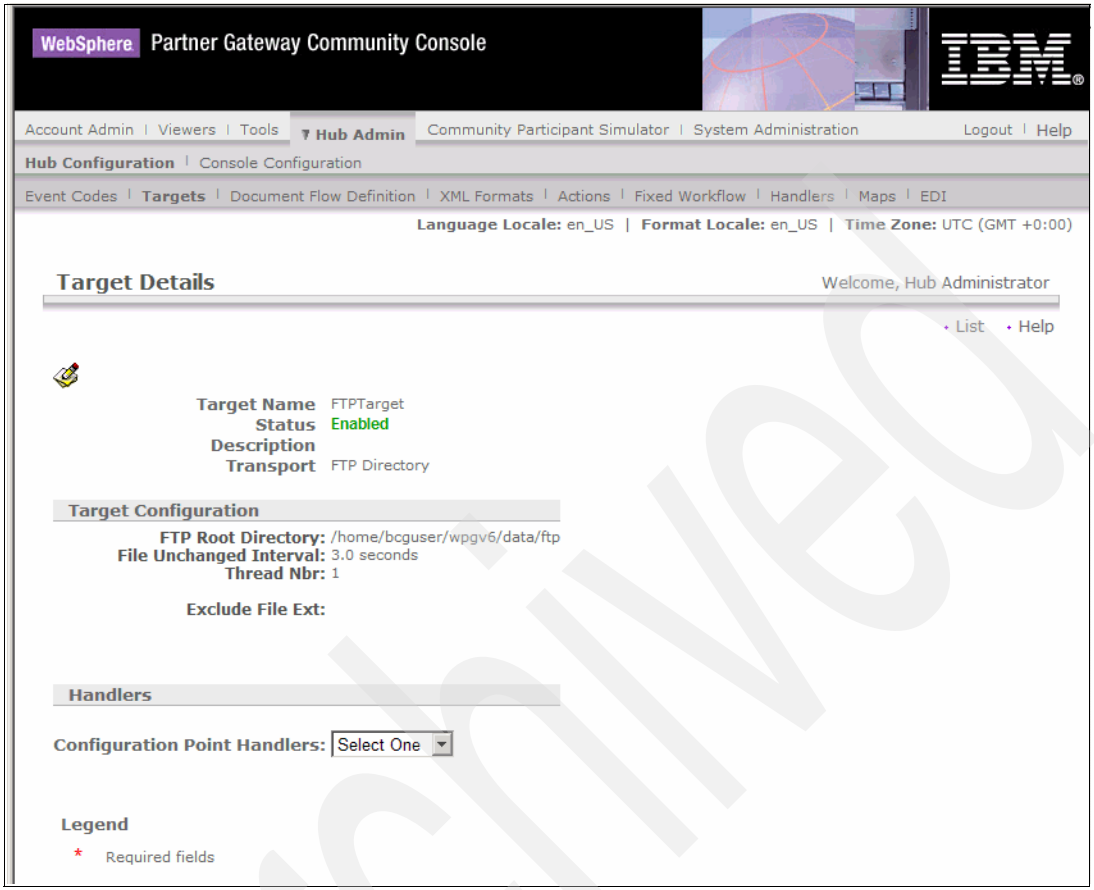

Figure 12-5 Newly created target confirmation
4. After the **Save** action, we are presented with a confirmation screen that looks like Figure 12-5 on page 347.